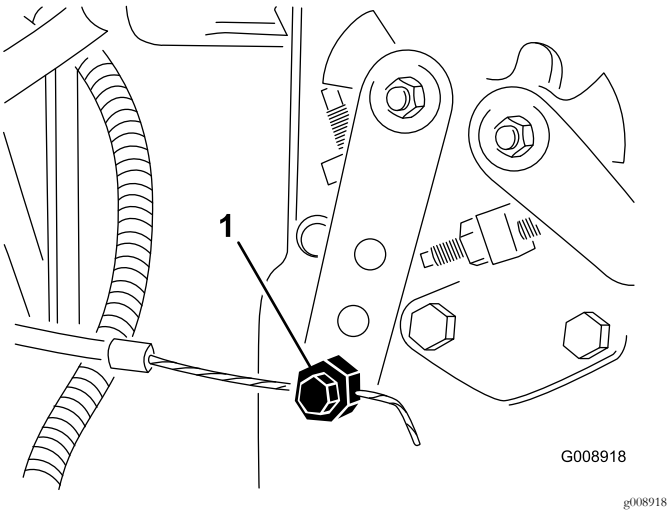

Figur 73
2. Løsn gaskabelforbindelsesdelen på indsprøjtningspumpens løftearm (Figur 73).